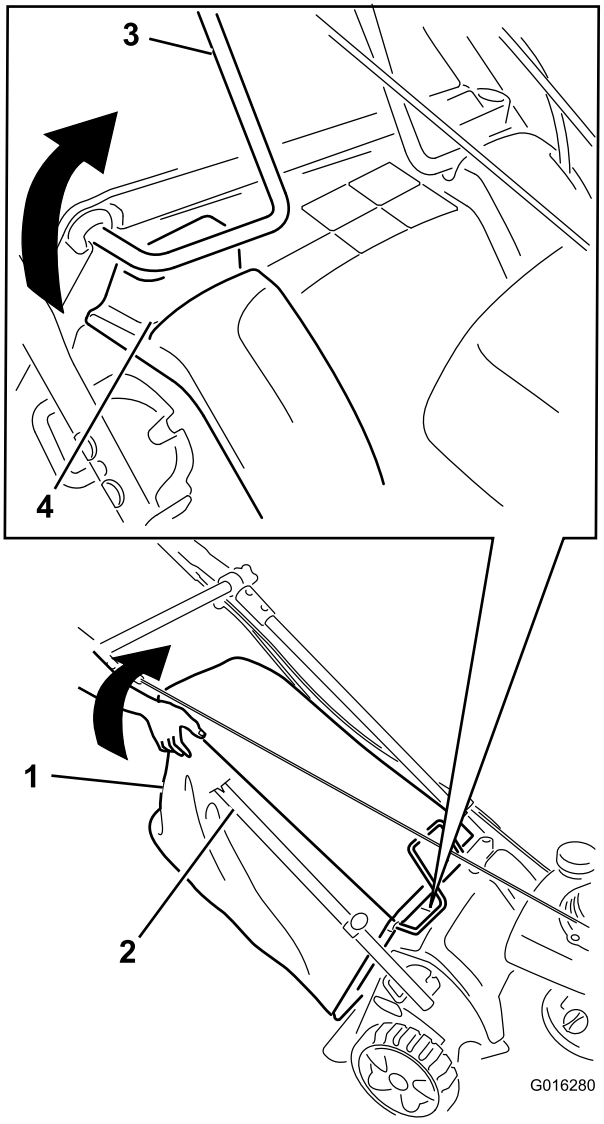

Figur 52
5. Lad motoren køre og løft op i græsposens øverste højre hjørne, indtil posens trådramme foran på græsposen øverst til højre er helt ude af rillen i højre side (Figur 52). **Motoren skal stoppe.**